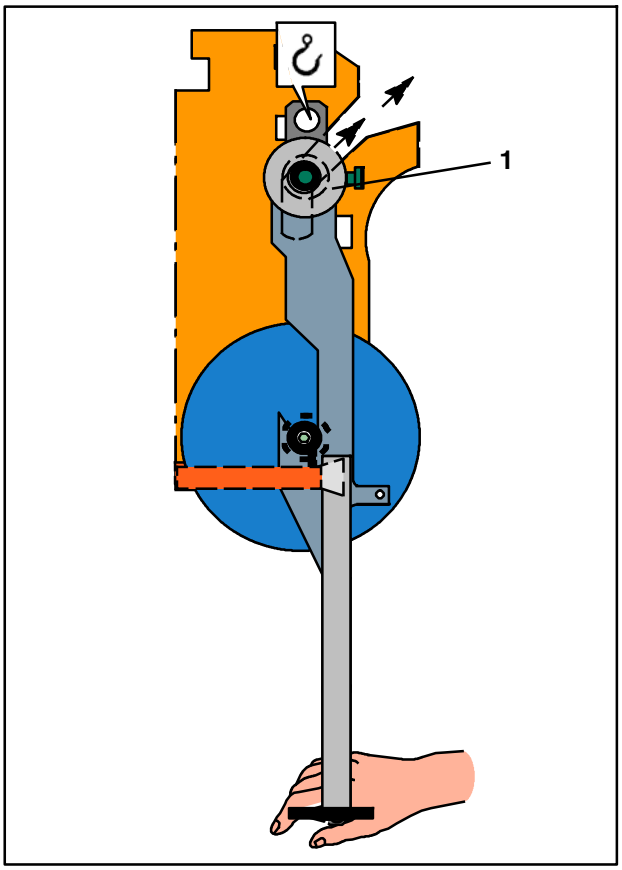

Fig. 163 Dispositif de suspension et bobine montée
16. Actionner la grue d'atelier et soulever le dispositif de suspension jusqu'à ce que les galets de guidage (Fig. 163/1) du dispositif de suspension soient sortis des guidages forcés, en retenant le dispositif de suspension lors de cette opération - éviter tout basculement.